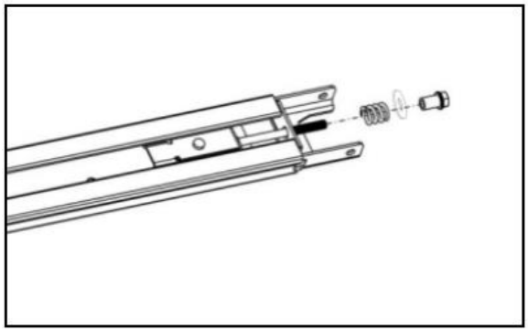

Abbildung 9
3. Lösen Sie die Mutter und die Feder wie in Abb. 9 dargestellt.